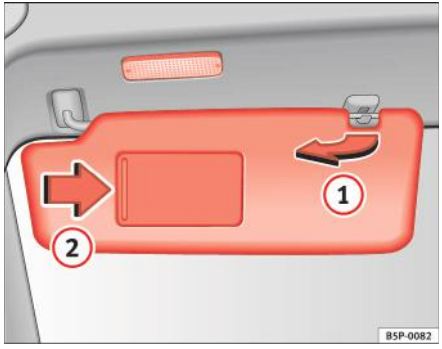

Fig. 79 Parasolarul de pe partea şoferului
Parasolarele pentru şofer şi pasagerul din faţă pot fi scoase din dispozitivele de fixare din centrul automobilului şi întoarse spre uşi ⇒ fig. 79 (1)